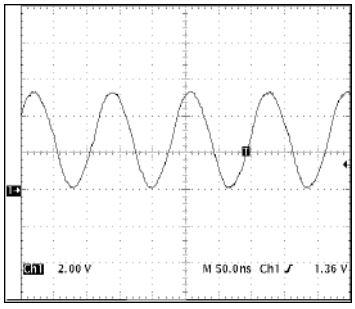

Fig. 9（図9）
2) Check the waveform of pin40. (see Fig.9)
2)Pin40の発振波形を観測します。(図9)